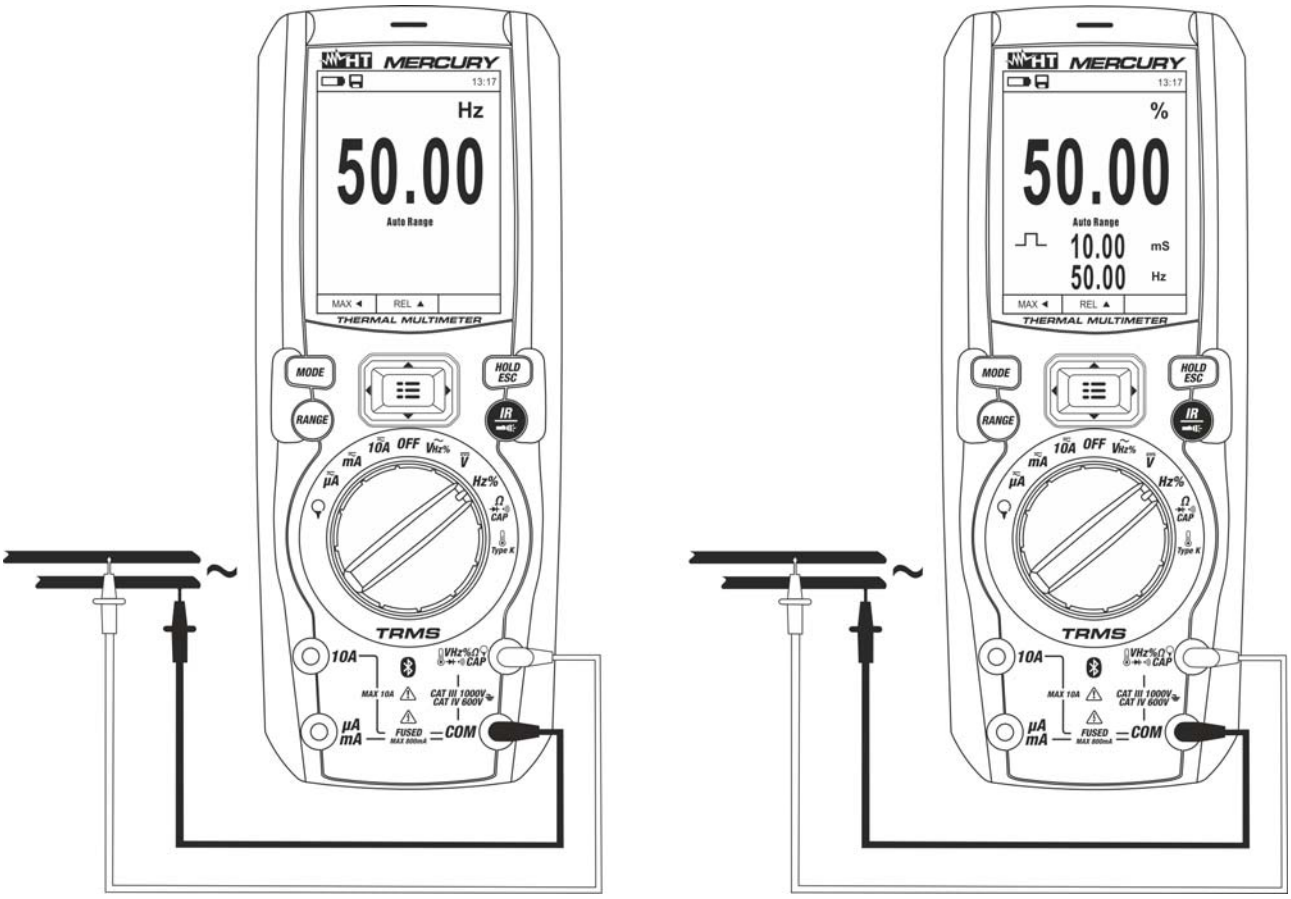

Fig. 23: Uso dello strumento per misura di Frequenza e Duty Cycle
4. Posizionare il puntale rosso ed il puntale nero rispettivamente nei punti del circuito in esame (vedere Fig. 23). Il valore della frequenza (Hz) o duty cycle (%) è mostrato a display. La barra grafica non è attiva in queste funzioni